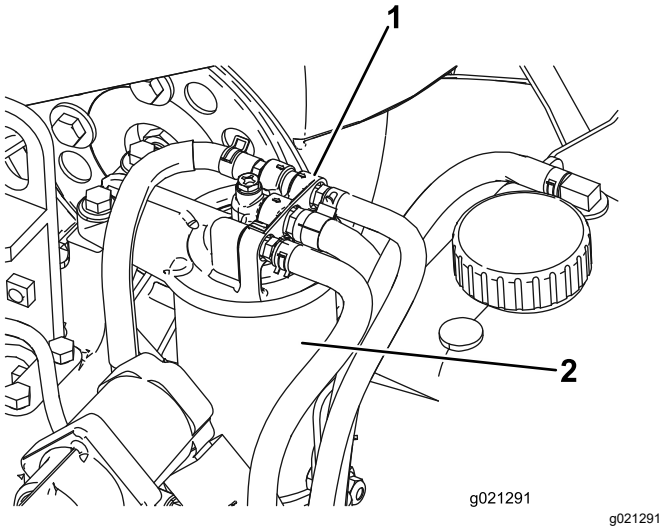

図 79
1. 燃料フィルタのヘッドの周囲をきれいに拭く図 79。
2. フィルタを外してフィルタヘッドの取り付け部をきれいに拭く図 79。